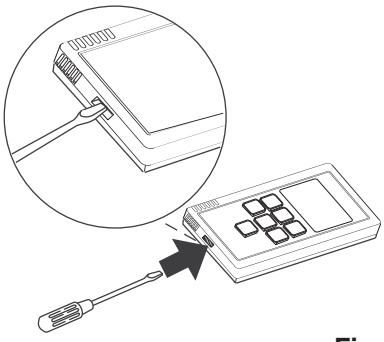

Fig. 3-44
1. Insert a screwdriver or the like in the groove on the lower side of the simplified remote controller body to pry off the back case. (See Fig. 3-44)